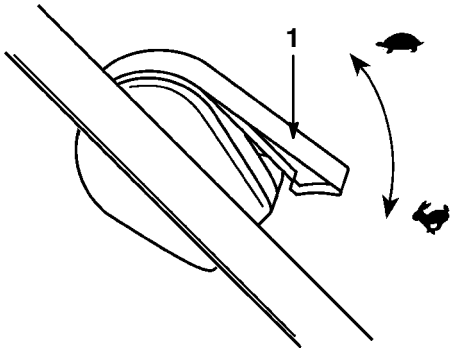

Figure 11
1. Move the throttle lever to the (*Fast*) position (Fig. 11).
1. Move the throttle lever to the (*Slow*) position (Fig. 11).